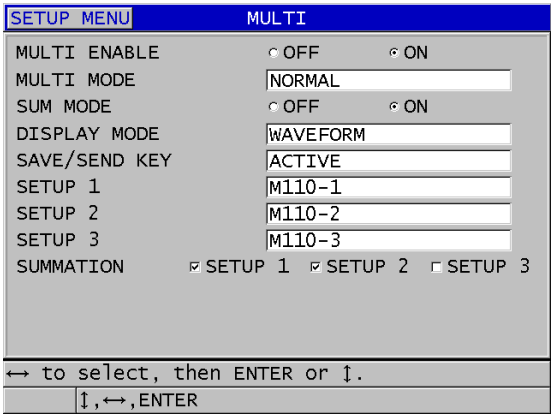

Rysunek 7-7 Ustawianie parametrów funkcji wielu pomiarów w trybie Normal (Standardowy)
5. Na ekranie **MULTI** (Wiele pomiarów) (patrz Rysunek 7-7 na stronie 125):